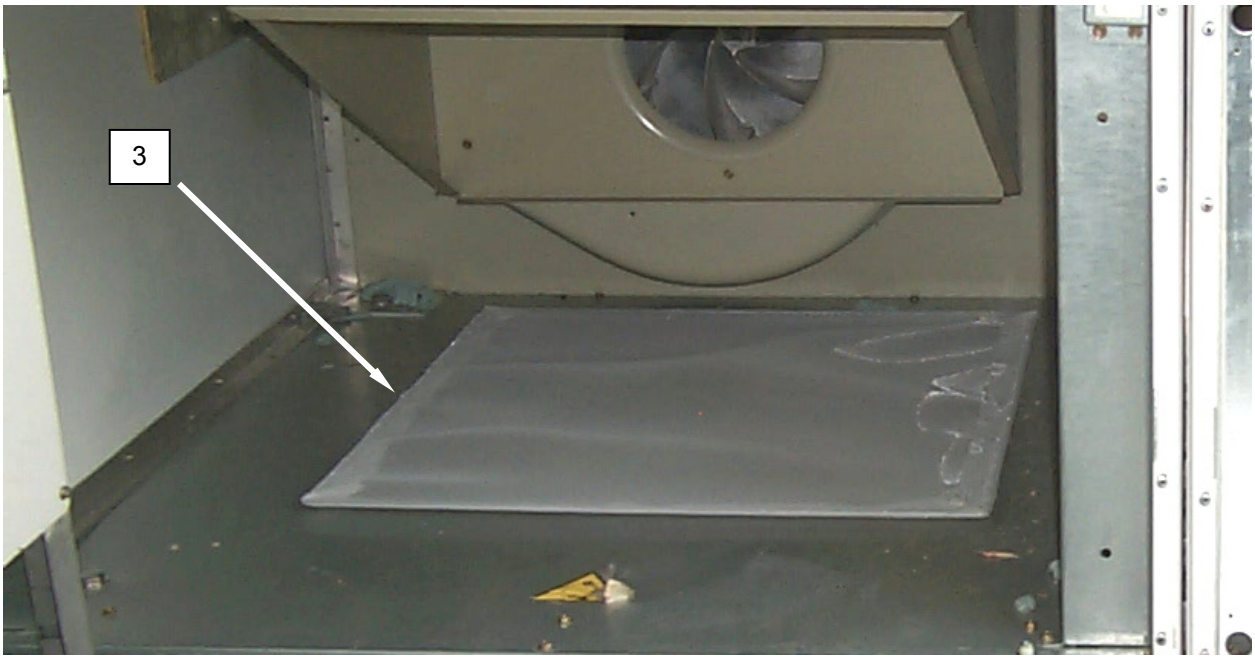

Figure 3. Placing the Lint Screens for Full Packout.
7. Remove lint screens (including spare lint screens) **(Figure 3, Item 3)** and lay flat underneath the dryer.